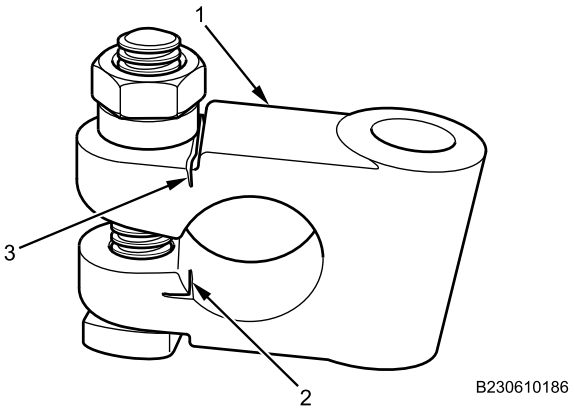

Figure 2. Battery Stud Adapter Terminal Clamp Inspection.
1. Inspect battery stud adapter terminal clamp (Figure 2, Item 1) for cracks (Figure 2, Item 2 and 3). Discard clamp if any cracks are found.